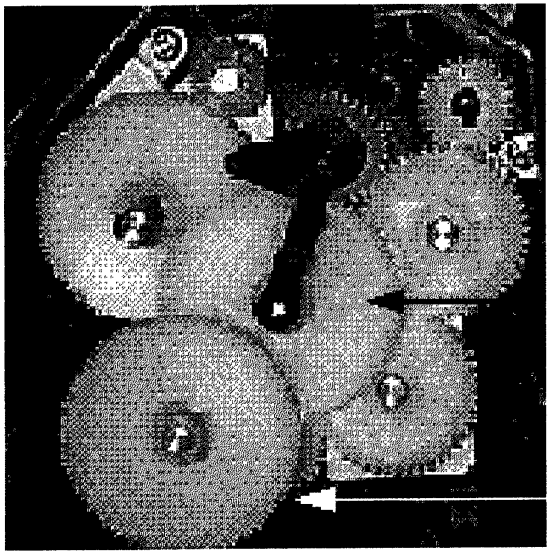

Рис. 4-33 **Шестерни принтера**
4. Снимите большую шестерню с передаточным отношением 100:35, показанную на рис. 4-33.
2. Установите узел качающейся шестерни на ось, как показано на рис. 4-33.